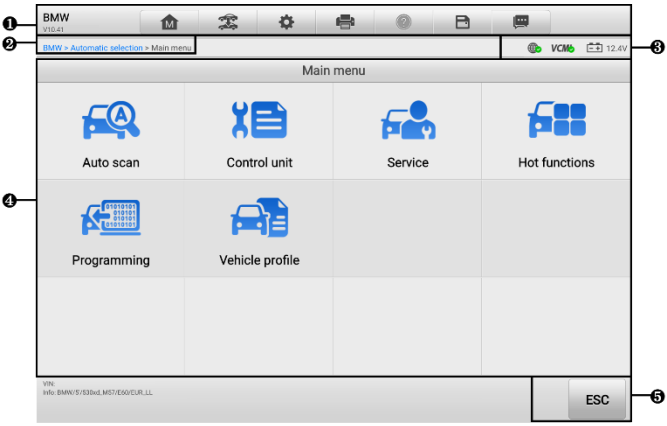

Figure 4-6 ***Main Menu Screen***
The Main Menu screen (see *Figure 4-6 Main Menu Screen*) navigates users to perform read codes, clear codes, or perform comprehensive automotive diagnostic functions, and so on. After the function is selected, the tablet will establish a communication with the vehicle through the VCMI device, and enter the corresponding function menu or selection menu based on your selection.
1. Tap the **Diagnostics** application button on the MaxiSys Job Menu. Choose the corresponding vehicle information and enter the Main Menu screen. (See *Figure 4-6 Main Menu Screen*.)